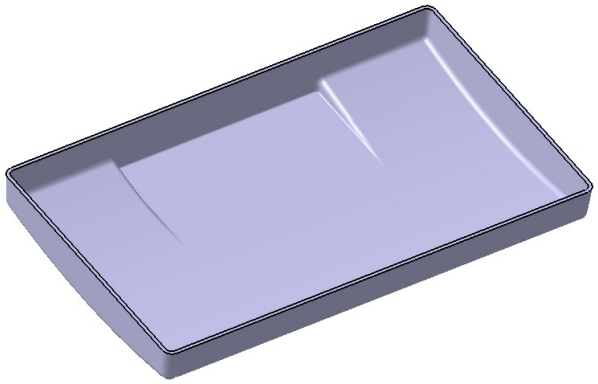

Figure 6-117 *Resulting shelled model*
3. Choose the **OK** button from the **Shell Definition** dialog box. The rotated view of the model after adding the shell feature is shown in Figure 6-117.